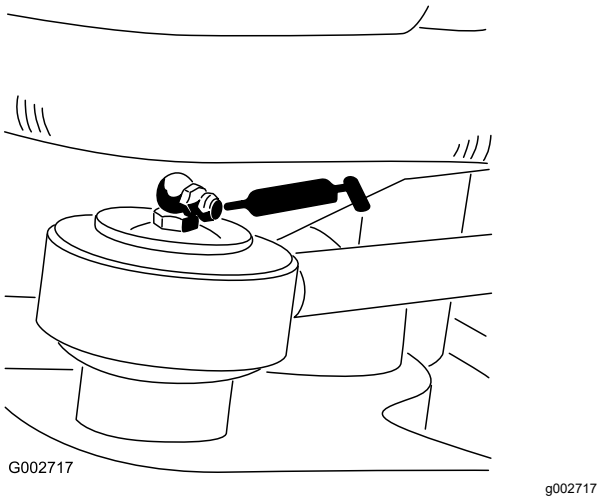

Figur 23
- Ett lager för styrcylinderns stavände – endast modell 08705 (Figur 23).